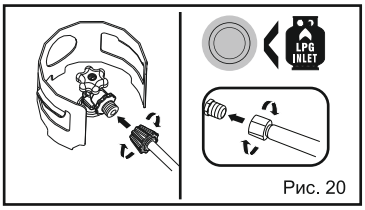

Рис. 20
1. Підключіть газовий шланг LPG (газ) до пропанового паливного джерела. Підключіть малий кінець шлангу LPG (газ) до регулятора LPG на генераторі, а потім щільно закріпіть гайковим ключем, щоб запобігти витіканню газу. (Рис. 20).